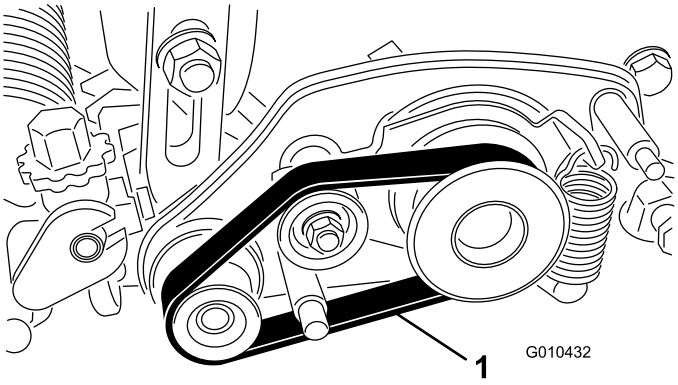

Figura 29
2. Remova a correia da polia acionada, polia intermédia e conjunto da polia (Figura 29).